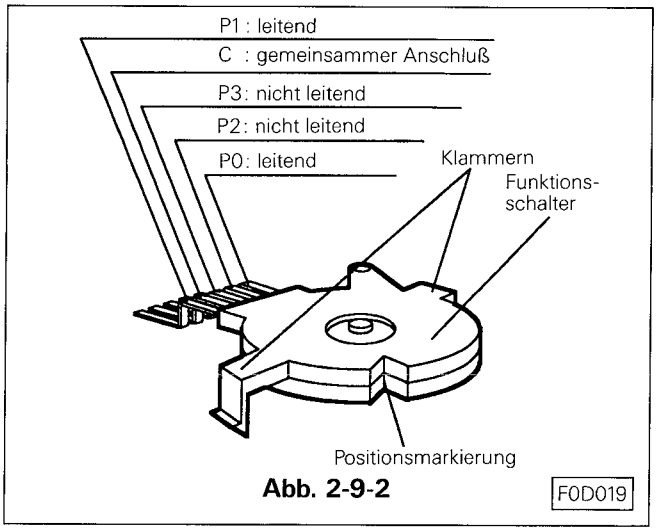

Abb. 2-9-2 FOD019
Einbau (siehe Abb. 2-9-2)
B. Fein Einstellung siehe Abb. 2-9-2.